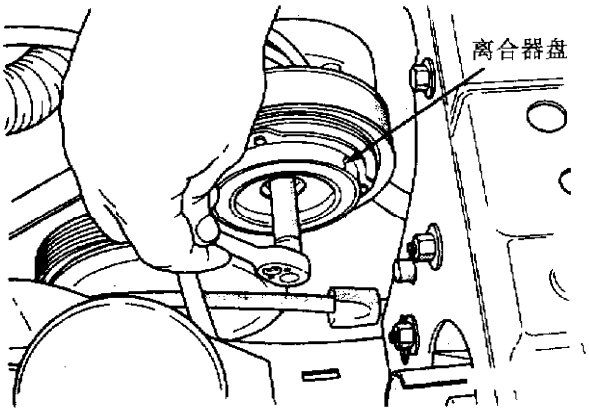

图 11－18　压缩机轴螺栓和离合器盘
②用一塑料锤轻敲离合器盘，拆下离合器盘和垫圈(图 11－19)。